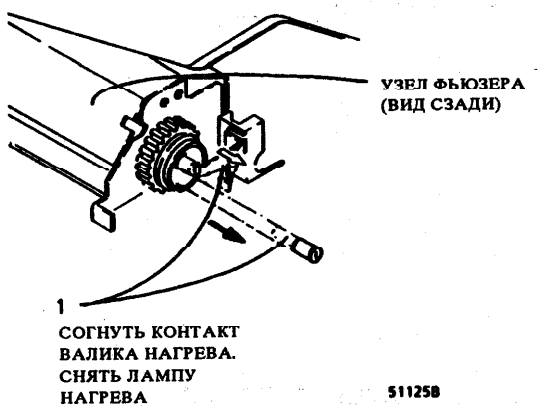

Рис. 1 Снятие лампы нагрева
2. (Рис. 1): снять лампу нагрева.